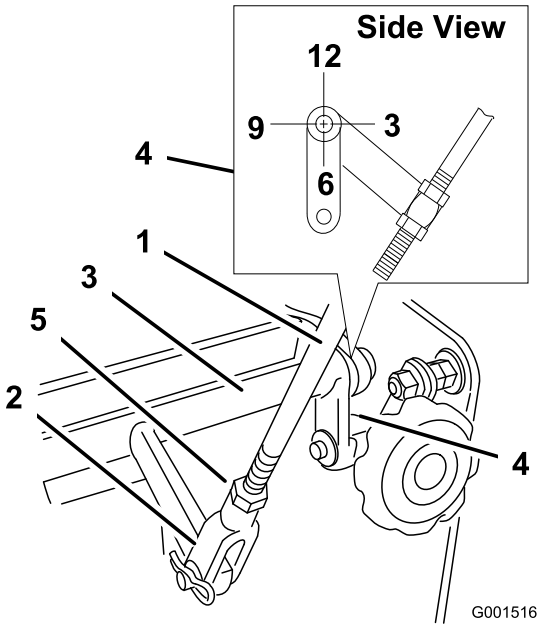

Figura 29
4. Verifique a orientação das patilhas nas extremidades da manivela de controlo da velocidade. Certifique-se de que estas patilhas apontam a direito para a posição das 6 horas, aproximadamente (Figura 29).
5. Ajuste a forquilha roscada na parte inferior da ligação de controlo da velocidade até as patilhas se encontrarem na posição das 6 horas (Figura 29).